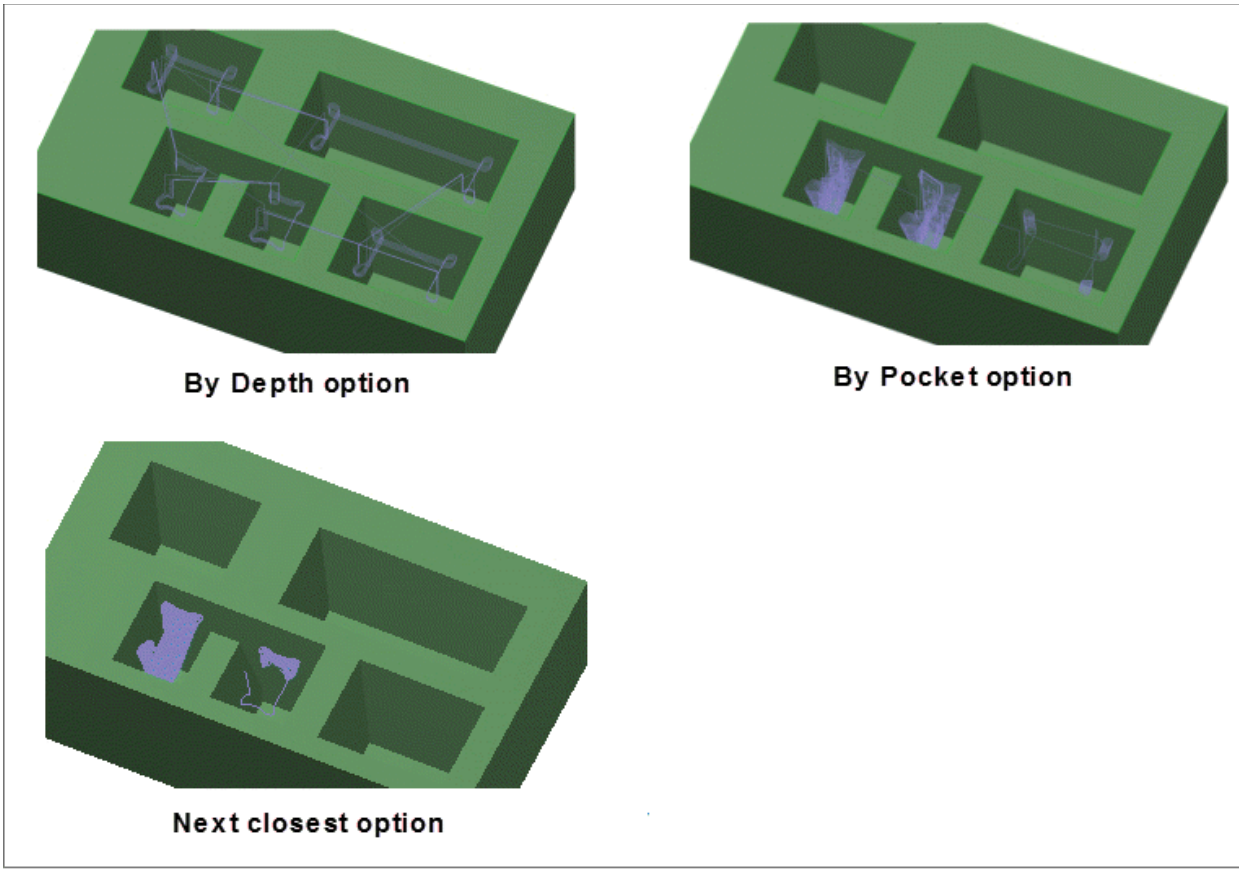

Figure-5. Optimize stepup options
- Most of the parameters in this dialog box have been discussed in previous chapter, so no repetition here! Click in the **Optimize stepups** drop-down and select desired option. If you select the **By depth** option then tool will cut at equal z level in all pockets selected in the part. If you select the **Next closest** option then the tool will first perform step down operations in all the pockets at equal Z level and then it will perform step up operation in all the pockets at equal Z level. If you select the **By pocket** option then the tool will one by one rough each pocket in step down and then it will use the Next closest strategy to step up; refer to Figure-5.